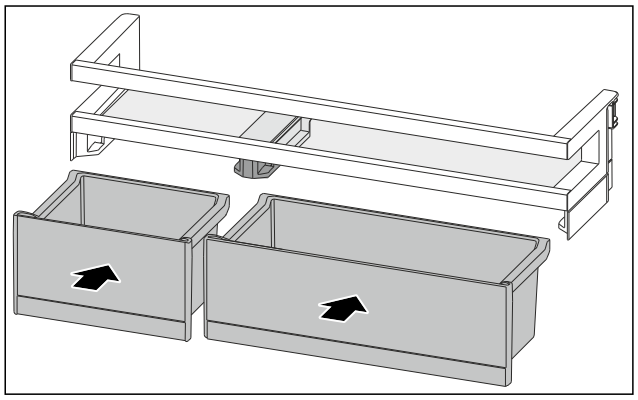

*Fig. 169*
▶ Introduceți VarioBox-urile dispuse invers. (vezi Fig. 169)